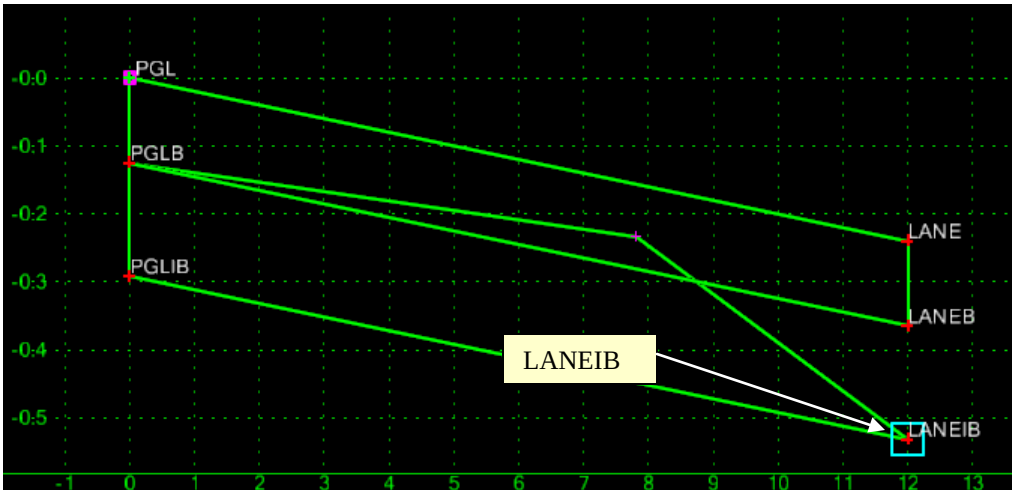

Figure L7-24 Create Template Grid
- Verify your view is similar to that shown in *Figure L7-24* and that Point **LANEIB** has been created 12' from **PGLIB** at a Slope of - 2.00%. Notice the shape is still dynamically attached to your cursor.